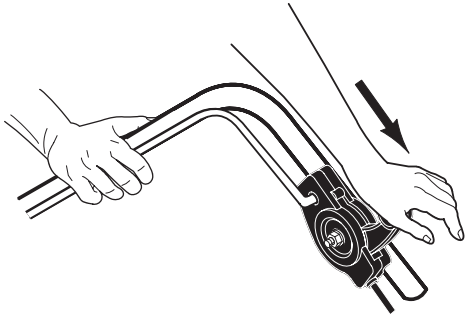

Рис. 13 Включение привода триммерной головки
4. Включите привод триммерной головки. Для этого правой рукой прижмите стопор рычага включения триммерной головки в рабочей рукоятке, а левой рукой переведите рычаг включения привода триммерной головки в переднее положение до его фиксации в нажатом положении (до щелчка) (Рис. 13).